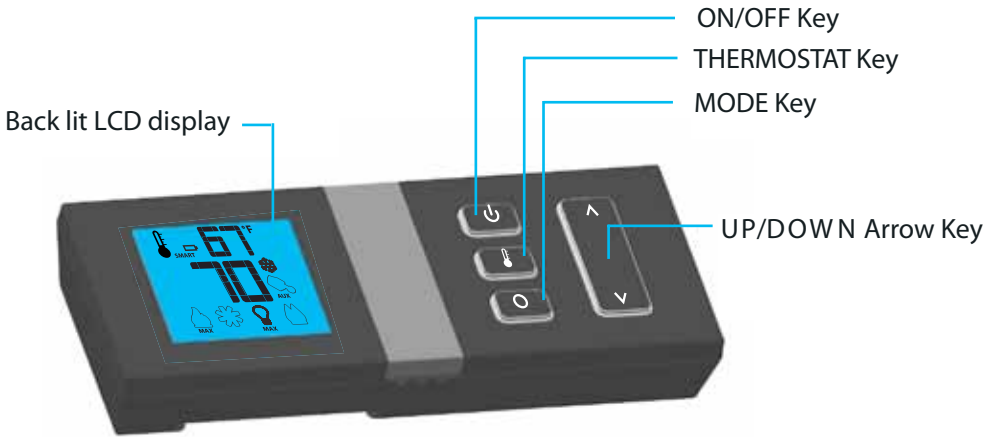
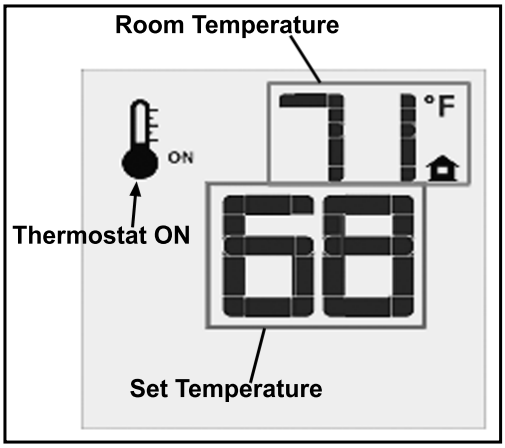
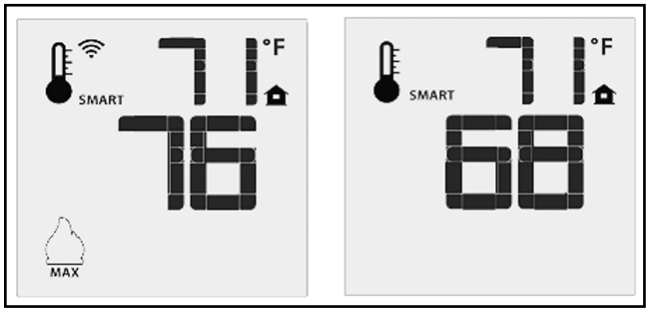
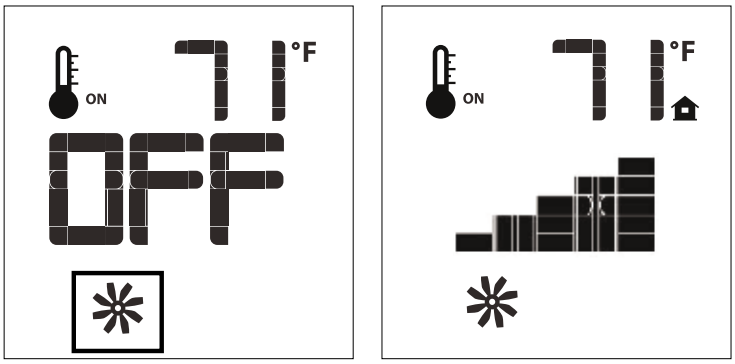

Figure 5: Proflame 2 Transmitter.
Figure 10: Remote Control Displays Set Temperature.
Figure 11: Remote Control's Smart Flame Function.
Figure 13: Fan Control
The Proflame 2 Transmitter is a remote control with a blue backlit lcd display. It uses a streamline design with a simple button layout and informative lcd readout (Figure 5). The Transmitter is powered by three (3) AAA type batteries. A Mode Key is provided to Index between the features and a Thermostat Key is used to turn on/off or index through Thermostat functions (Figure 5 & 6)
Press the ON/OFF Key on the Transmitter. The Transmitter LCD display will only show the room temperature and Icon (see Figure 10). A single "beep" from the IFC confirms reception of the command and both the pilot light (if the unit is not set to continuous pilot) and main burner will turn off.
The Remote Control can operate as a room thermostat. The thermostat can be set to a desired temperature to control the comfort level in a room. To activate this function, press the Thermostat Key (see Figure 5). The LCD display on the Transmitter will change to show that the room thermostat is "ON" and the set temperature is now displayed (see Figure 10). To adjust the set temperature, press the Up or Down Arrow Keys until the desired set temperature is displayed on the LCD screen of the Transmitter.
The Smart Thermostat function adjusts the flame height in accordance to the difference between the set point temperature and the actual room temperatures. As the room temperature gets closer to the set point the Smart Function will modulate the flame down. To activate this function, press the Thermostat Key (Figure 5) until the word "SMART" appears to the right of the temperature bulb graphic (Figure 11). To adjust the set temperature, press the Up or Down Arrow Keys until the desired set temperature is displayed on the LCD screen of the Transmitter.
The Q1LI comes with a convection fan that can be controlled with the Transmitter. The fan speed can be adjusted thorugh six (6) speeds. To control the fan press the MODE key (Figure 5) to index to the fan control icon (Figure 13). Use the UP/DOWN arrow keys to turn on, off, or adjust the fan speed (Figure 13). A single beep from the IFC will confirm the command has been received